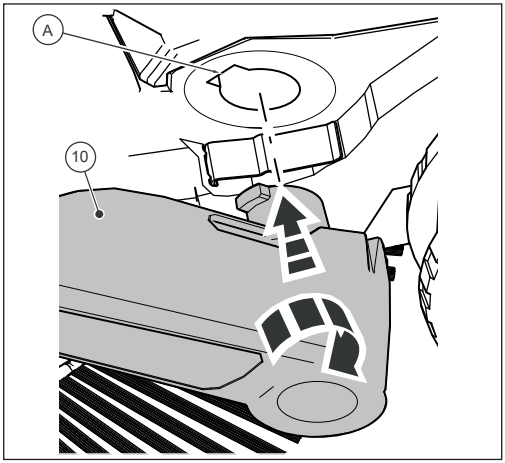

Abb. 10: Montaggio dei raccordi dell'impugnatura
2. Posizionare una delle due maniglie con l'occhiello di aggancio della maniglia (10) nella scanalatura prevista sul telaio (A) in modo che possa scattare in posizione (Fig. 10).